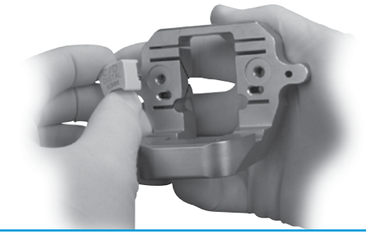

Fig. 41
- If Distal Femoral Augment Provisionals were used on the Femoral Provisional/cutting guide, remove and attach to the RH Knee Notch/Chamfer Guide **(Fig. 41)**.